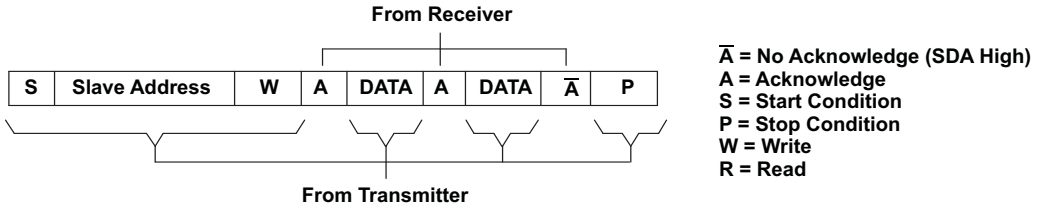
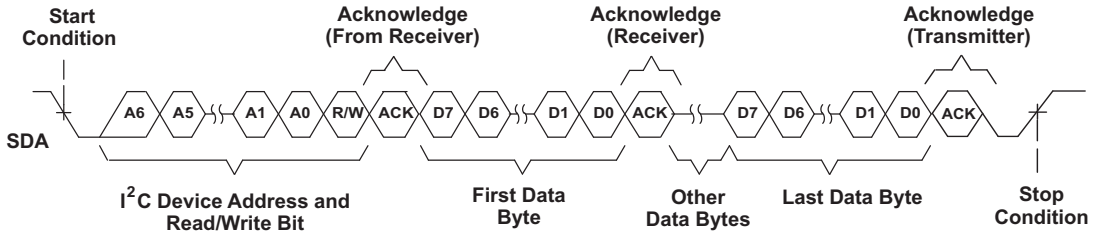
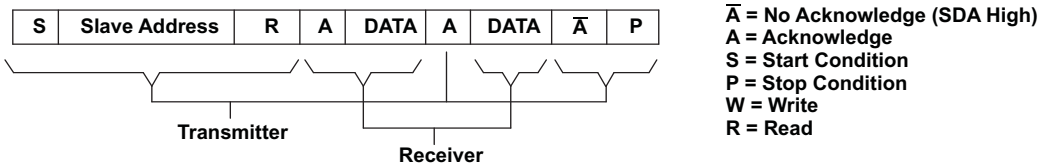
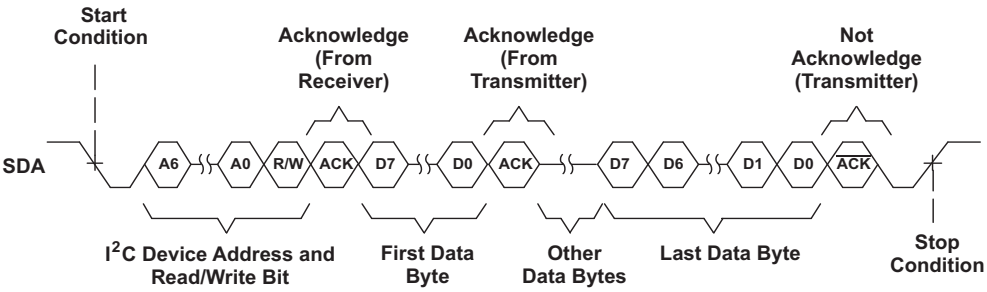

Figure 9. I²C Write Cycle
Figure 10. Multiple Byte Write Transfer
Figure 11. I²C Read Cycle
Figure 12. Multiple Byte Read Transfer
During a write cycle, the transmitting device must not drive the SDA signal line during the acknowledge cycle, so that the receiving device may drive the SDA signal low. After each byte transfer following the address byte, the receiving device pulls the SDA line low for one SCL clock cycle. A stop condition is initiated by the transmitting device after the last byte is transferred. Figure 9 and Figure 10 show an example of a write cycle. Note that the THS7347 does not allow multiple write transfers to occur. See the example, **Writing to the THS7347**, in WRITE AND READ EXAMPLES for more information.
During a read cycle, the slave receiver acknowledges the initial address byte if it decodes the address as its address. Following this initial acknowledge by the slave, the master device becomes a receiver and acknowledges data bytes sent by the slave. When the master has received all of the requested data bytes from the slave, the not acknowledge ($\overline{A}$) condition is initiated by the master by keeping the SDA signal high just before it asserts the stop (P) condition. This sequence terminates a read cycle, as shown in Figure 11 and Figure 12. Note that the THS7347 does not allow multiple read transfers to occur. See the example, **Reading from the THS7347**, in WRITE AND READ EXAMPLES for more information.
The THS7347 operates using only a single-byte transfer protocol similar to that illustrated in Figure 9 and Figure 11. The internal subaddress registers and the functionality of each are given in Table 2. When writing to the device, it is required to send one byte of data to the corresponding internal subaddress. If control of all three channels is desired, then the master must cycle through all the subaddresses (channels) one at a time; see the example, **Writing to the THS7347** (in WRITE AND READ EXAMPLES) for the proper procedure of writing to the THS7347.